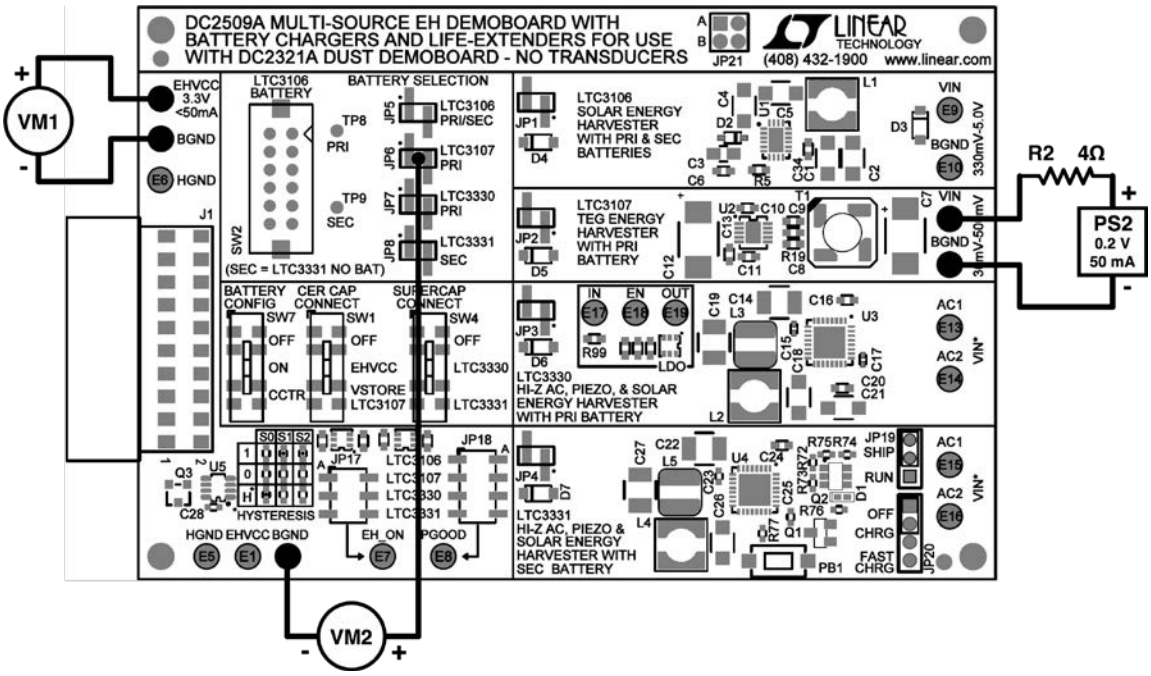

Figure 6. Setup for DC2509A Test Procedure with LTC3107
8) Reconfigure the board according to Figure 6: